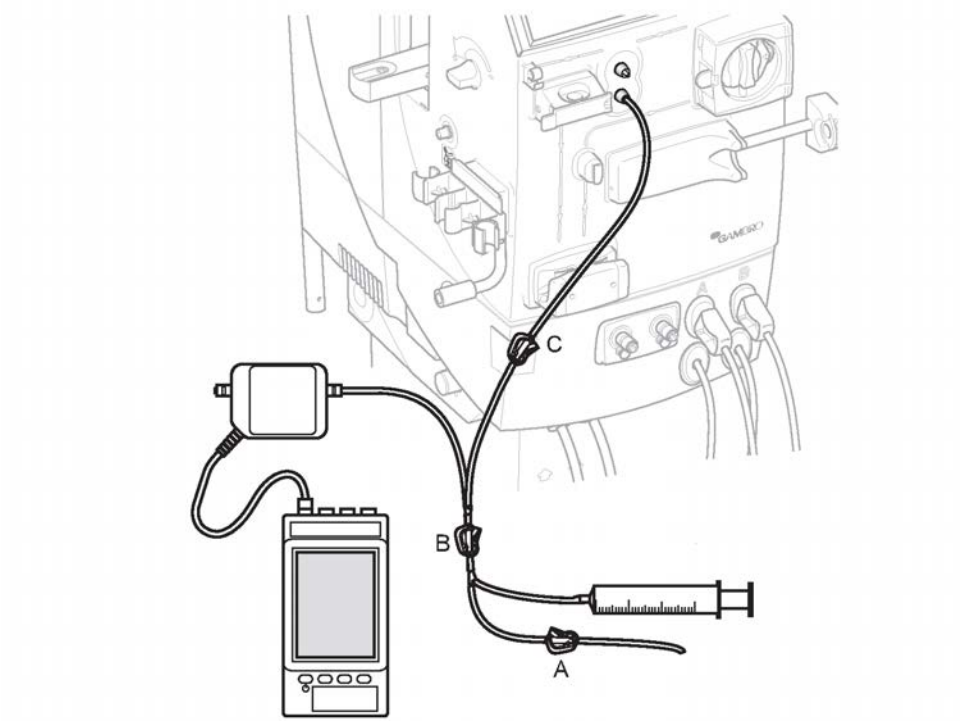

Figure 7-6. Connect reference instrument
1) Connect the Gambro reference instrument (together with a calibration tube set) to the arterial pressure transducer (red) on the front of the AK 98 dialysis machine, according to Figure 7-6 “Connect reference instrument” on page 161.